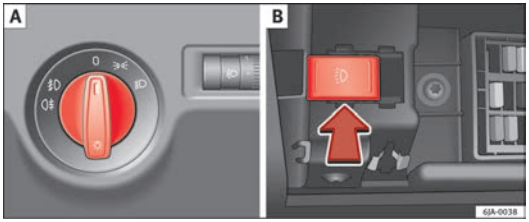

Fig. 55 Instrument panel: Light switch/Fuses: Switch for daytime driving lights
The location of the controls of **right-hand drive** cars differs slightly from the location shown here ⇒ Fig. 55 ⇒ page 94. However, the symbols indicating the respective positions of the controls remain the same.
– Turn the light switch ⇒ Fig. 55 A to position .
– Turn the light switch ⇒ Fig. 55 A to position 0. ■
Turn the light switch ⇒ Fig. 55 A ⇒ page 94 to position 0.
– Press the ⇒ Fig. 55 B button ⇒ page 94 **to the right**.
– Press the ⇒ Fig. 55 B button ⇒ page 94 **to the left**.
– Turn the light switch ⇒ Fig. 55 A ⇒ page 94 to position and engage the steering lock.